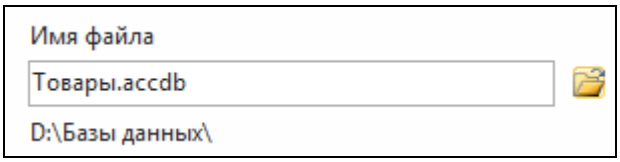

Рис. 1.2. Имя и расположение базы данных
2. В разделе *Новая база данных* (расположен в правой части окна) в строке *Имя файла* записывается имя создаваемой базы данных (рис. 1.2).
3. Нажимается кнопка *Поиск расположения для размещения базы данных* ( ), и указывается место сохранения файла (рис. 1.2).